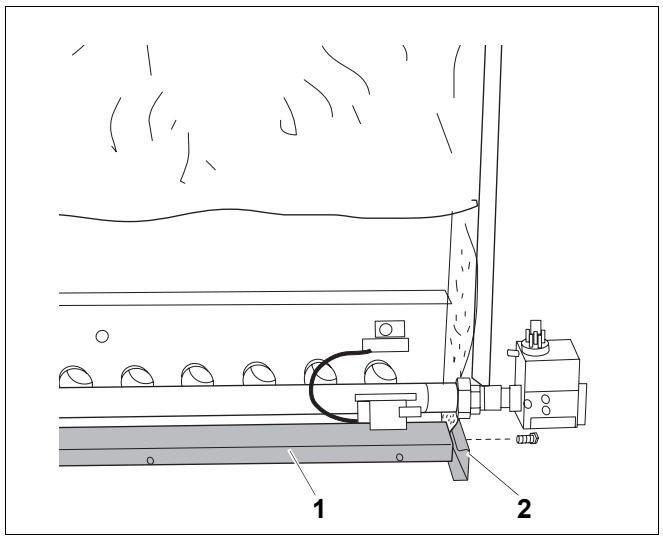

Rys. 71 Montaż cokołu poprzecznego
- Przymocować cokół poprzeczny (rys. 71, **poz. 2**) z przodu i z tyłu cokołu wzdłużnego (rys. 71, **poz. 1**) śrubami z łbem płaskim 3,9 × 9,5.